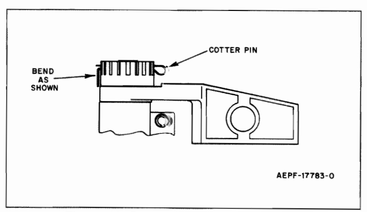

Figure 16. Cotter Pin Installation Detail
Follow procedures (1) thru (17) outlined in section 3./a. ADJUSTMENT OF PAWL ARM WITH SAFETY WIRE. If the unit has not had the safety wire adjustable pawl arm installed, observe procedures (19) and (20). Substitute cotter pin for safety wire. Add procedure 17a: Bend cotter pin as indicated in Figure 16.